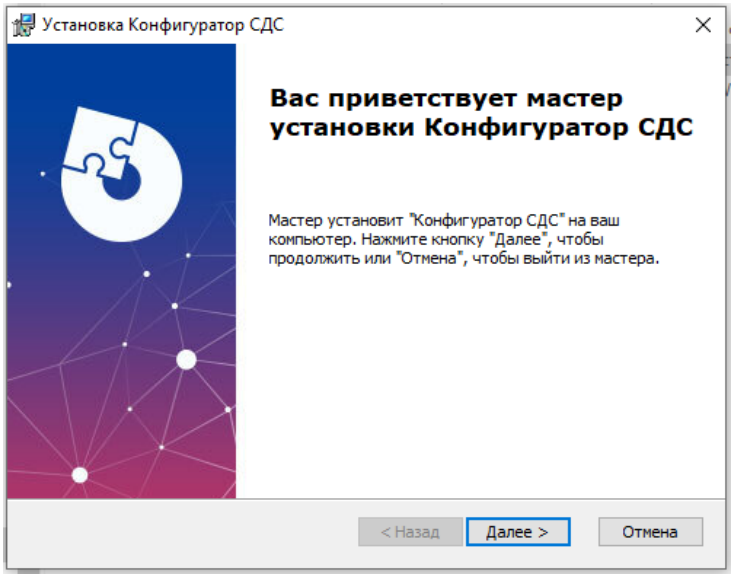

Рис.3.1
3.1 Программу установщик «cdccfg.msi» нужно скачать с сайта или запросить в службе технической поддержки компании. Запустить программу установщик (рис.3.1)